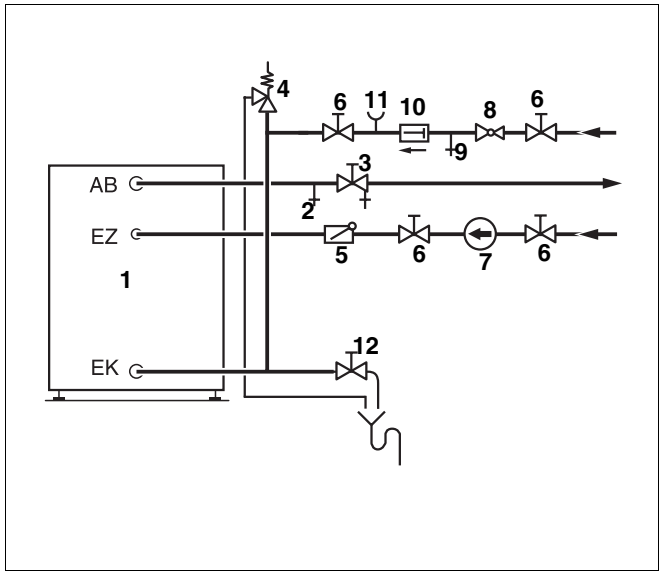

Fig. 3 Instalația şi echiparea conductelor de apă rece
Instalația şi echiparea conductelor de apă rece sunt conform fig. 3 şi cu respectarea prescripțiilor sau dispozițiilor legale.
- Ventilul de aerisire se montează pe conducta de apă caldă înaintea ventilului de închidere (fig. 3).